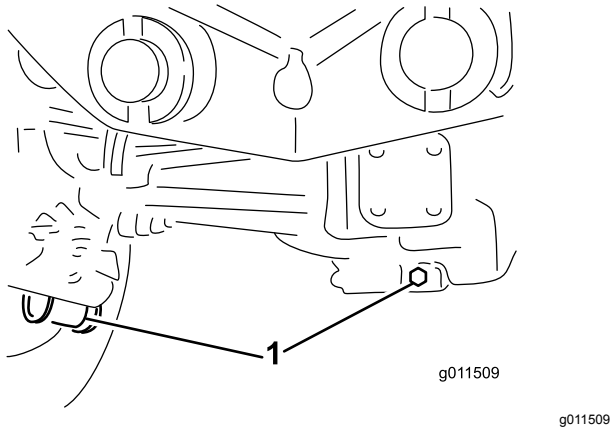

Figur 71
2. Rengjør områdene rundt de tre tappepluggene, én på hver ende og én i midten (Figur 71).